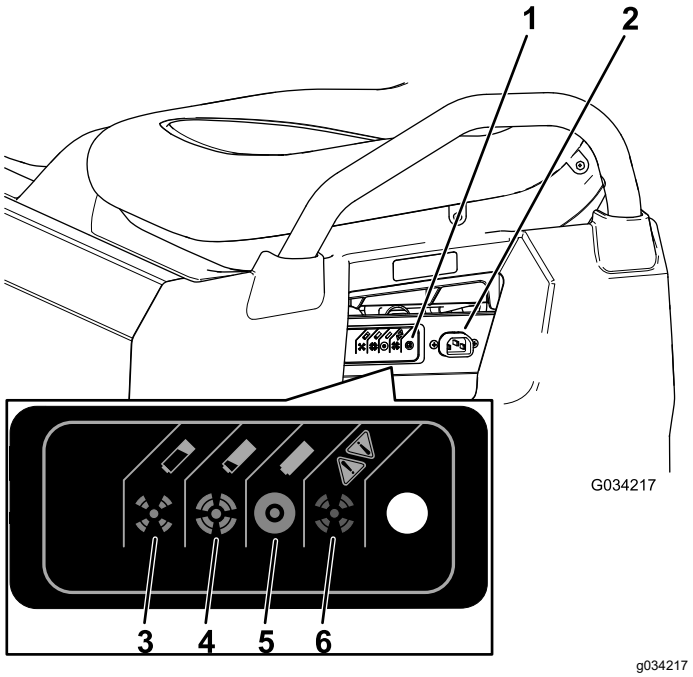

Figura 40
3. Conecte un **cable de cargador de calibre 16 (o de un diámetro mayor), de 8.2 pies (2.5 m) o menos** al conector de carga de la máquina (Figura 40).
Consulte la tabla siguiente y Figura 40 para obtener más información sobre el significado de los diferentes colores de la luz de estado del cargador.